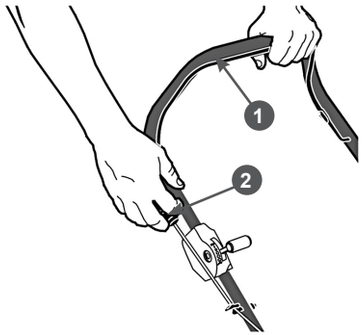

**Рис. 17 Запуск двигателя**
3. Встаньте позади газонокосилки. Левой рукой нажмите на рычаг 1 остановки двигателя и удерживайте его, а правой рукой возьмите ручку 2 стартера (Рис. 17).